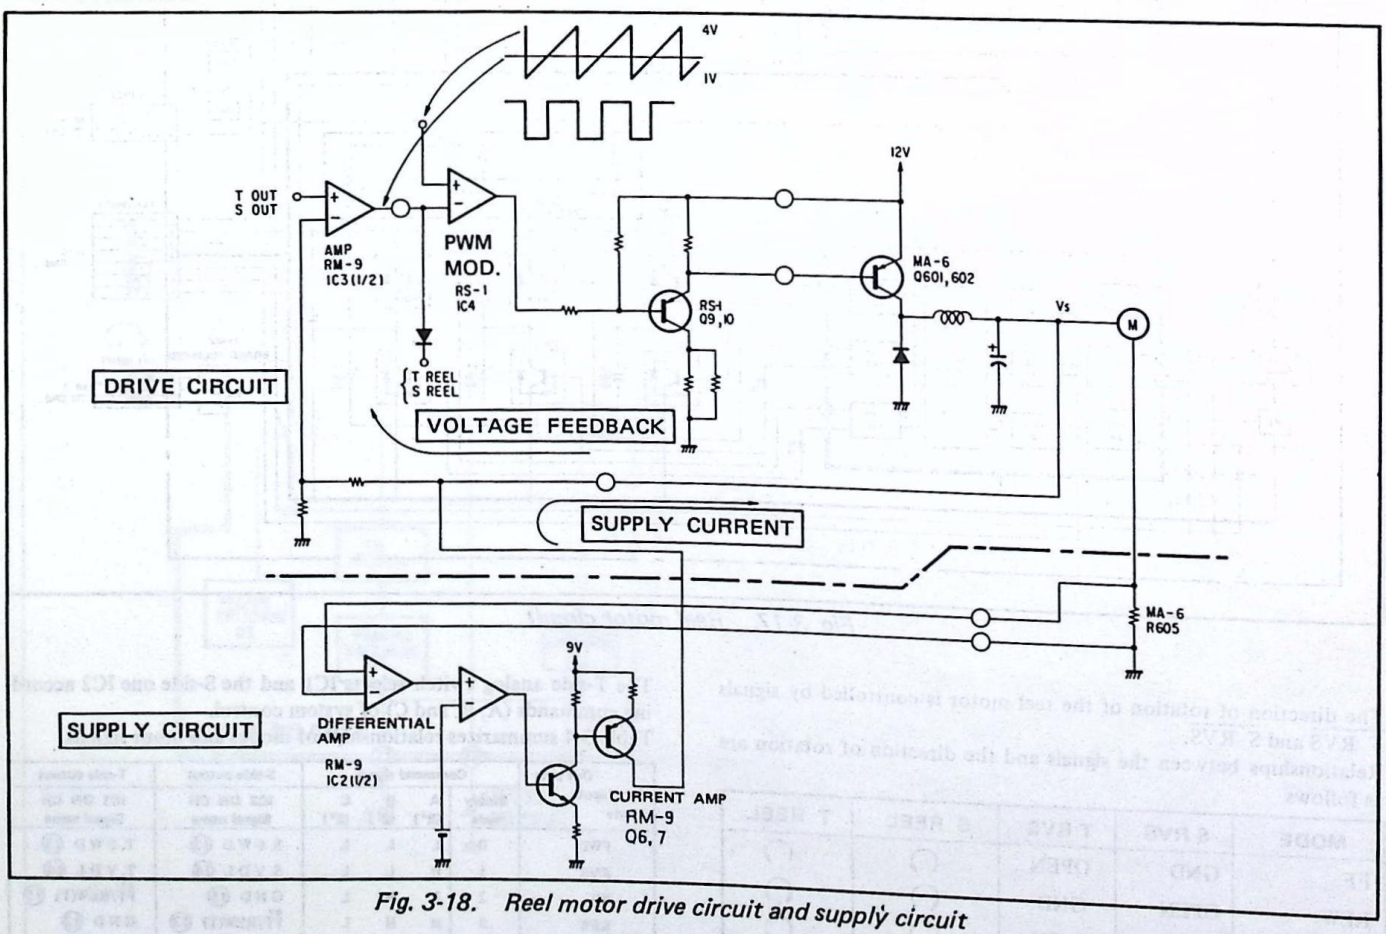

Fig. 3-18. Reel motor drive circuit and supply circuit
Fig. 3-18 shows the drive circuit (IC1 of RS-1 and part following analog switch IC2) and the supply circuit. The same drive circuit is provided on the takeup and supply sides.
(1) Drive circuit operation
The signal, passing IC1 and IC2 (analog switch) of RS-1, enters amplifier IC3 (RM-9) which mixes it with Vs fed back so that Vs be kept constant regardless of supply voltage (12 V) fluctuation. The amplifier's output comes to IC4 (comparator) of RS-1, which compares it with a sawtooth wave (see Fig. 3-18) and outputs a PWM signal. The output signal, amplified by Q9 and Q10 of RS-1 and Q601 and Q602 of MA-6, passes a filter of LC and supplied to the motor as Vs (DC).
(2) Supply circuit operation